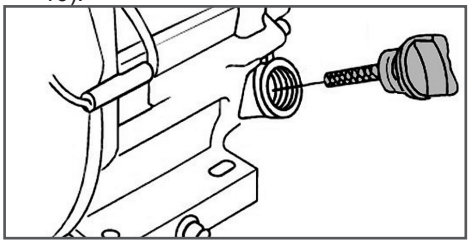

Рис. 10 Крышка-щуп маслозаливной горловины
2. Открутите крышку-щуп маслозаливной горловины и извлеките щуп (Рис. 10).
2. Выкрутите крышку-щуп маслозаливной горловины и извлеките щуп (Рис. 10).